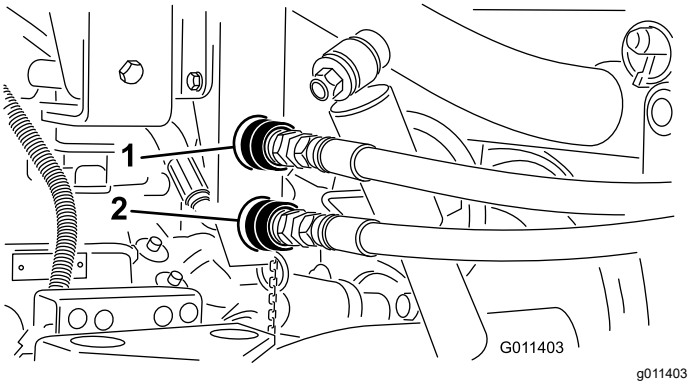

Figur 18
1. Rengør topdresserens slangelynkoblinger for eventuelt snavs (Figur 18).
Bemærk: Koblingerne, der vises i Figur 18, er fra køretøjer med serienumre frem til 239999999.